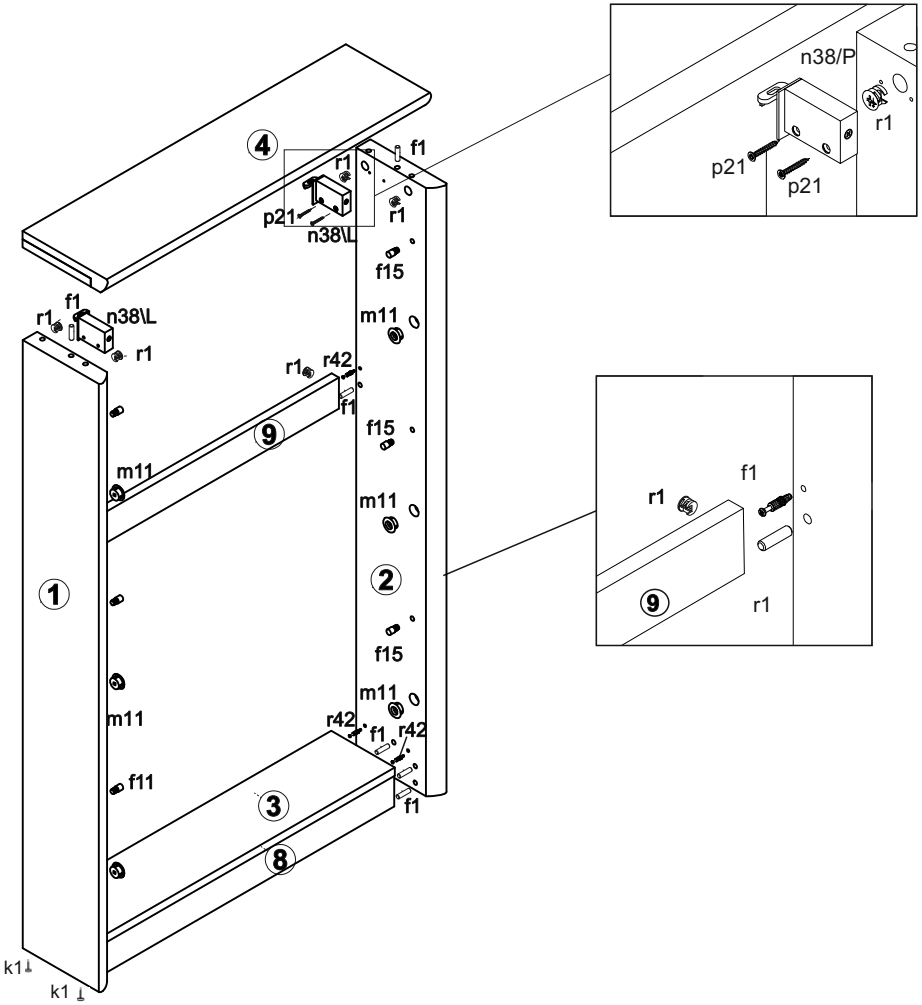

Рисунок 3
2. В отверстия **Ø8 мм** на верхних кромках стенок боковых **1, 2,** боковых кромках цоколя **8,** цоколя верхнего **9,** полки соединительной **3** вбить деревянные шканты **f1 (см. рис. 3)**.
4. В отверстия **Ø8 мм** на внутренних поверхностях стенок боковых **1, 2** вкрутить ограничитель петли откидной **f15,** как показано на **рис. 3.**
5. В отверстия **Ø20 мм** на внутренних поверхностях стенок боковых **1, 2** вкрутить шайбу петли откидной **m11,** как показано на **рис. 3.**
6. В отверстия **Ø5 мм** на внутренних поверхностях стенок боковых **1, 2,** на нижней поверхности щита **4** вкрутить винты стяжки **r42 (см. рис. 3)**.
8. Соединить детали **1, 2, 3, 4, 8, 9** и затянуть стяжки эксцентриковые **r1** при помощи отвертки**.** Верхние стяжки эксцентриковые **r1** на стенках боковых **1, 2** с фасадной стороны закрыть заглушками **s2 (см. рис. 3).**
9. В отверстия **Ø3 мм (кернения)** на внутренних поверхностях стенок боковых **1, 2** закрепить кронштейны для навешивания **n38** шурупами **p21 (см. рис. 3).**